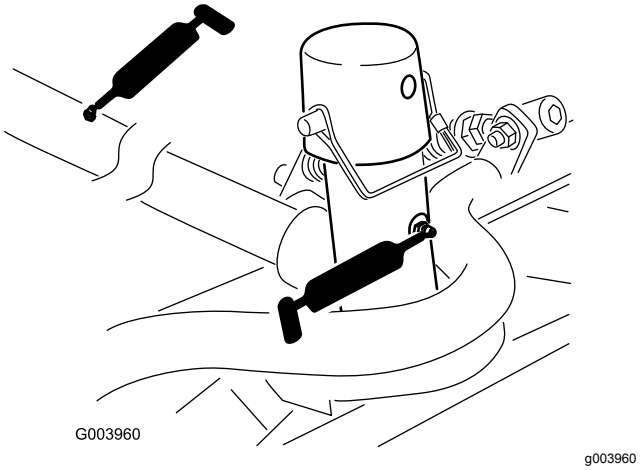

Figuur 40
- Draagframe en draaipunt van maaidek (2 elk) (Figuur 40)